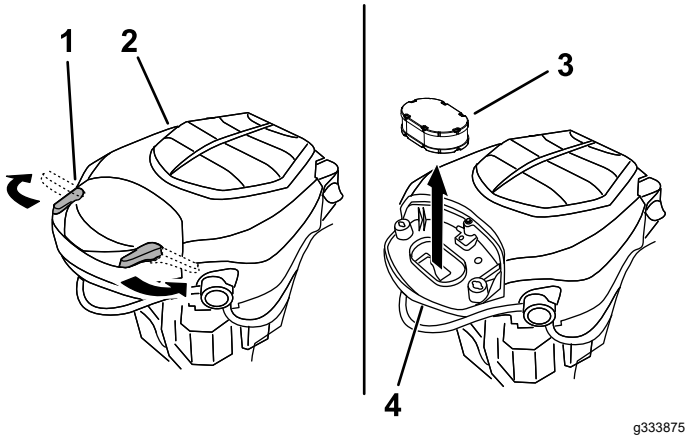

Figuur 38
3. Plaats het deksel en zet het vast met de sluitingen (Figuur 38).